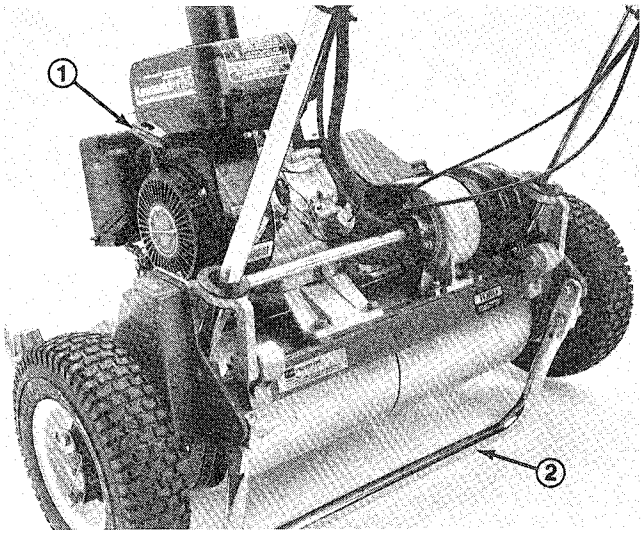

**Figure 18**
**Recoil Starter** (Fig. 18) - Pull recoil starter handle to start engine.
**Kick Stand** (Fig. 18) - Located at rear of machine, kickstand is used to raise rear of machine for installation or removal of transport wheels.